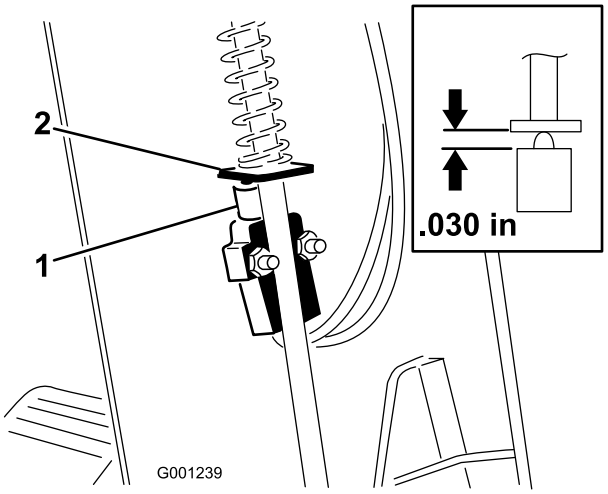

Figur 61
3. Dra dekselet opp langs styreakselen for å få tilgang til parkeringsbremsebryteren (Figur 61).
5. Juster dreievingen på parkeringsbremsestangen slik at den er på linje med brytertappen (Figur 61)
6. Trykk ned på parkeringsbremsestangen og skyv opp bryteren til den sammentrykte lengden på brytertappen er 0,76 mm (Figur 61, innfelt). Dette er avstanden mellom bremsestangen og brytertapphuset.